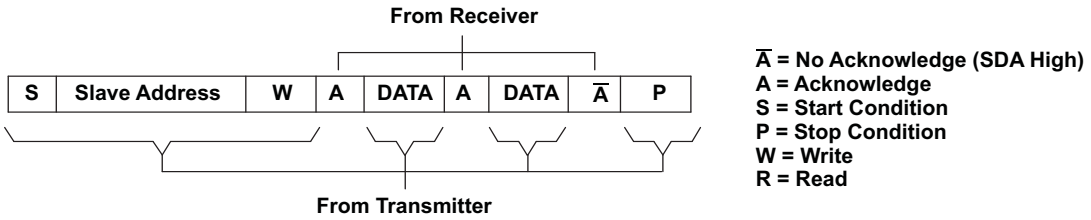
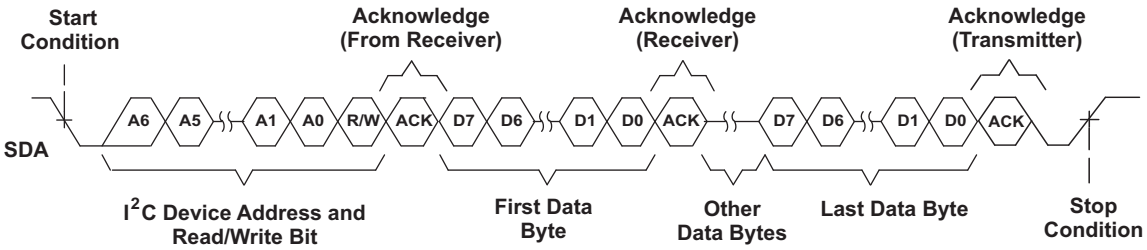
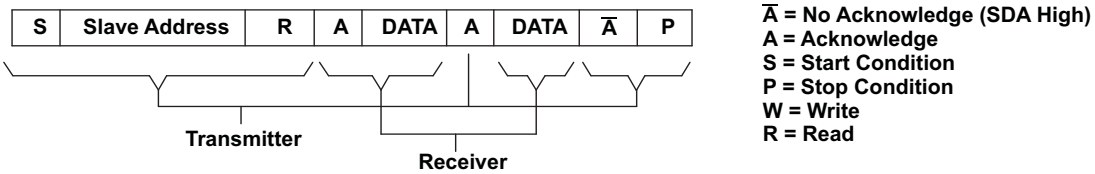
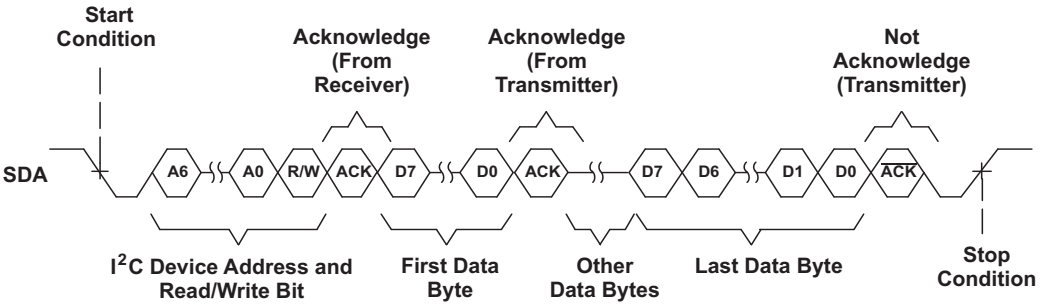

Figure 74. I²C Write Cycle
Figure 75. Multiple Byte Write Transfer
Figure 76. I²C Read Cycle
Figure 77. Multiple Byte Read Transfer
During a write cycle, the transmitting device must not drive the SDA signal line during the acknowledge cycle, so that the receiving device may drive the SDA signal low. After each byte transfer following the address byte, the receiving device pulls the SDA line low for one SCL clock cycle. A stop condition is initiated by the transmitting device after the last byte is transferred. An example of a write cycle can be found in Figure 74 and Figure 75. Note that the THS7353 does not allow multiple write transfers to occur. See example section, *Writing to the THS7353* for more information.
During a read cycle, the slave receiver acknowledges the initial address byte if it decodes the address as its address. Following this initial acknowledge by the slave, the master device becomes a receiver and acknowledges data bytes sent by the slave. When the master has received all of the requested data bytes from the slave, the not acknowledge (A) condition is initiated by the master by keeping the SDA signal high just before it asserts the stop (P) condition. This sequence terminates a read cycle as shown in Figure 76 and Figure 77. Note that the THS7353 does not allow multiple read transfers to occur. See example section, *Reading from the THS7353* for more information.
The THS7353 operates using only a single byte transfer protocol similar to Figure 74 and Figure 76. The internal subaddress registers and the functionality of each are found in Table 2. When writing to the device, it is required to send one byte of data to the corresponding internal subaddress. If control of all three channels is desired, then the master has to cycle through all the subaddresses (channels) one at a time, see the example section, *Writing to the THS7353* for the proper procedure of writing to the THS7353.